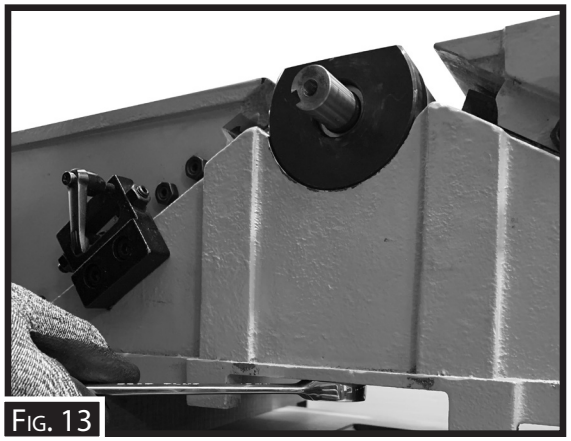

Fig. 13
4. Tighten the helical cutterhead in place, making sure to replace shims, lock washer and hex nuts previously removed. (Fig.13)